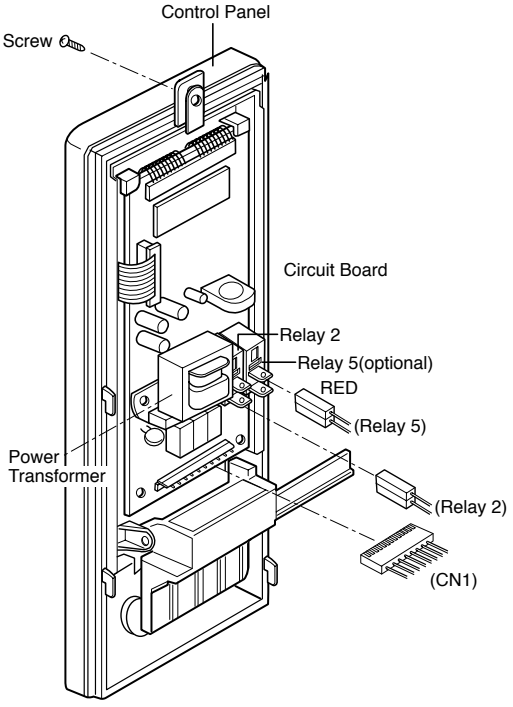

Figure 1
A. REMOVING POWER AND CONTROL CIRCUIT BOARD (Figures 1, 2 and 3)
(1) Remove a screw securing the control panel assembly to the oven cavity.
(2) Remove the control panel with pushing it upward.
(3) Remove the three connectors (CN1) and wire leads (Relay2 and, or Relay5) from the circuit board.